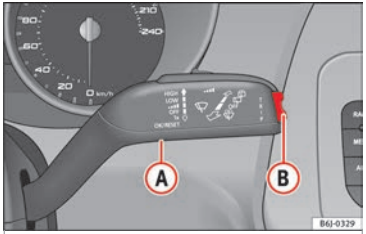

Fig. 74 Windscreen wiper lever: button (A) A and rocker switch (B).
– With the ignition switched on, briefly press button ››› **Fig. 74** (A) on the window wiper lever to move from one memory to another.
You can switch between the following displays in the multi-function display (MFI) by operating rocker switch ››› **Fig. 74** (B) on the windscreen wiper lever:
When the required speed has been reached, enter the “Speed warning” mode in the menu and press button ››› Fig. 74 (A) (RESET). The set speed is memorised. If the indicated speed is exceeded at any time, a warning message is displayed on the screen and an audible warning sounds.[1)]
This may be deactivated by pressing the (RESET) button. The speed may be altered using the rocker switch ››› Fig. 74 (B) in intervals of 5 km/h within 5 seconds of the initial memory value being stored.